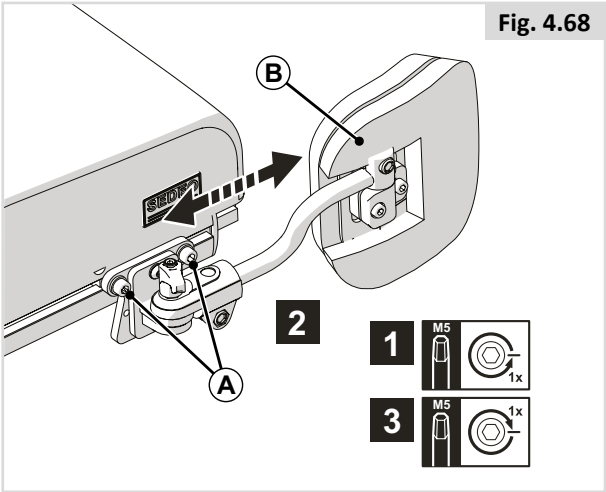

Fig. 4.68
Profondeur du cale genou (Fig. 4.68)
- Pour le confort et la sécurité de l'utilisateur, tendez la ceinture de bassin de sorte à pouvoir seulement passer la main entre la sangle et les cuisses (Fig. 4.68).